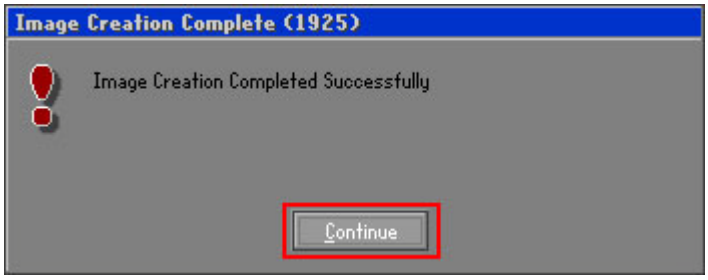

Figure A-20: Image Creation Complete
Step 11: When the image creation completes, a screen prompts as shown in **Figure A-20**. Click **Continue** and close the Ghost window to exit the program.